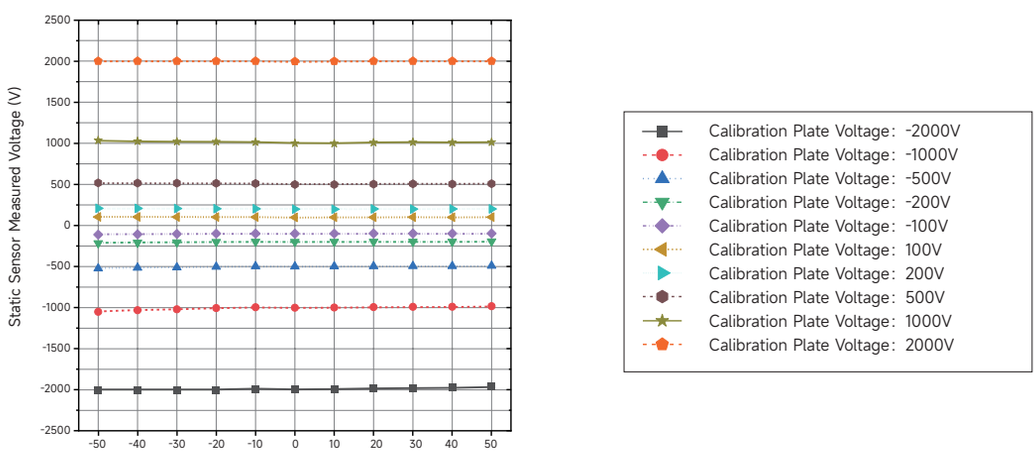

Figure 11 Horizontal Test Data Diagram of the Standard Flat Plate Electrode at a Vertical Distance of 10mm
① Figure 11 shows test data at a fixed vertical distance of 10mm using a 150mm x 150mm stainless steel plate electrode, with the sensor at various horizontal distances from the plate center (coordinate origin):